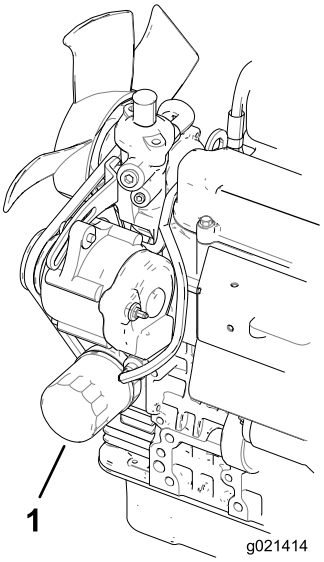

**Figur 47**
2. Avlägsna oljefiltret (Figur 47). Stryk på ett tunt lager ren olja på den nya filterpackningen innan den skruvas på. **Dra inte åt för hårt.**